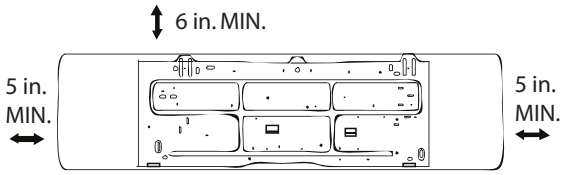

Fig. 4 — Required Clearances
- Proper clearance should be provided on the side and top as shown in Fig. 4.